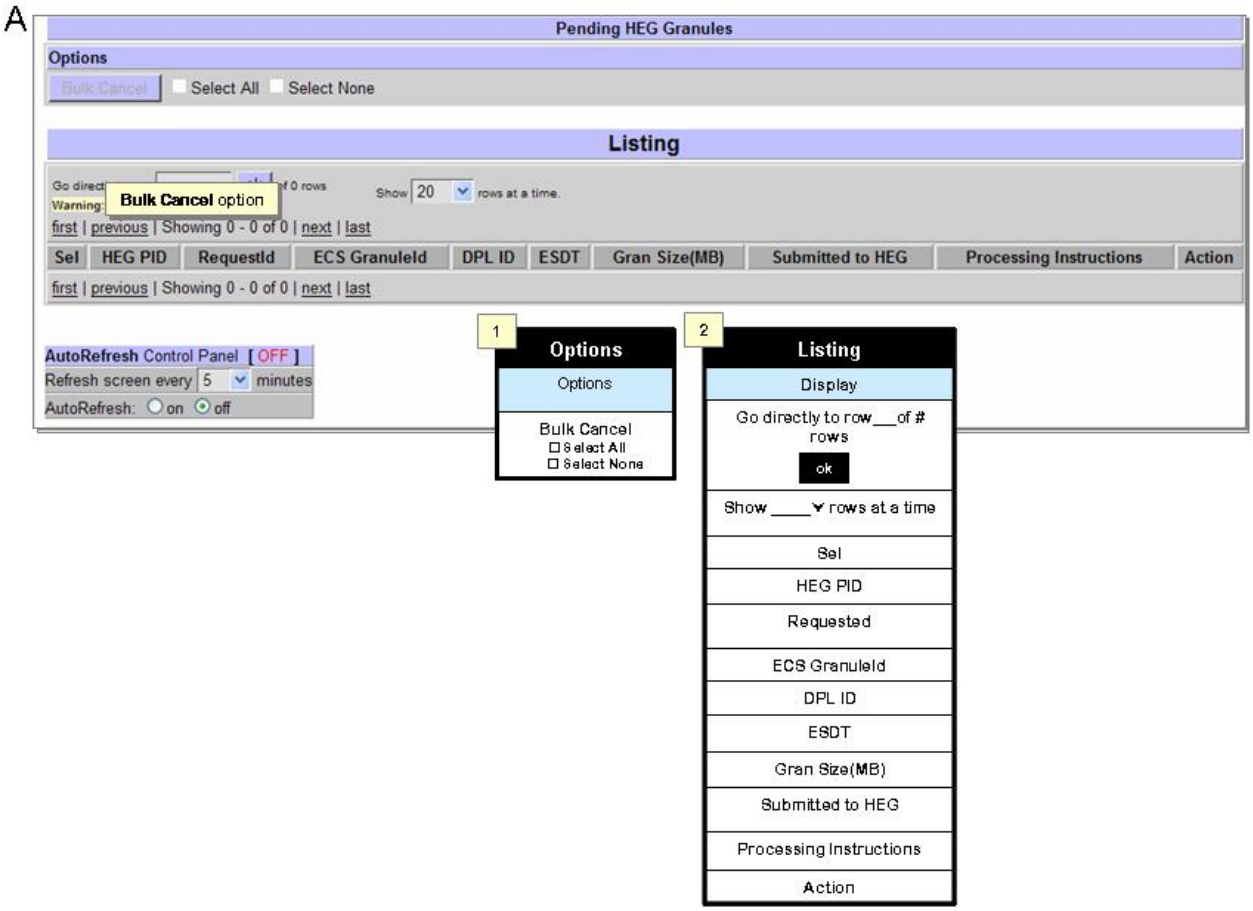

Figure 15.9-4. Pending HEG Granules Page (Frame A) and Tables (Frames 1-2)
The **OM GUI** displays pending HEG granules. The **Pending HEG Granules** (Figure 15.9-4, Frame A) page provides Operator (with either full or limited capability) with a means of viewing pending HEG granules.
2 Click **Pending HEG Granules** submenu option to display its page (Figure 15.9-4, Frame A).
- The **Options** section of the **Pending HEG Granules** page has the following button and selection boxes (Figure 15.9-4, Table 1):
4 Observe the information displayed in the **Listing** section (Figure 15.9-4, Table 2) of the **Pending HEG Granules** page: